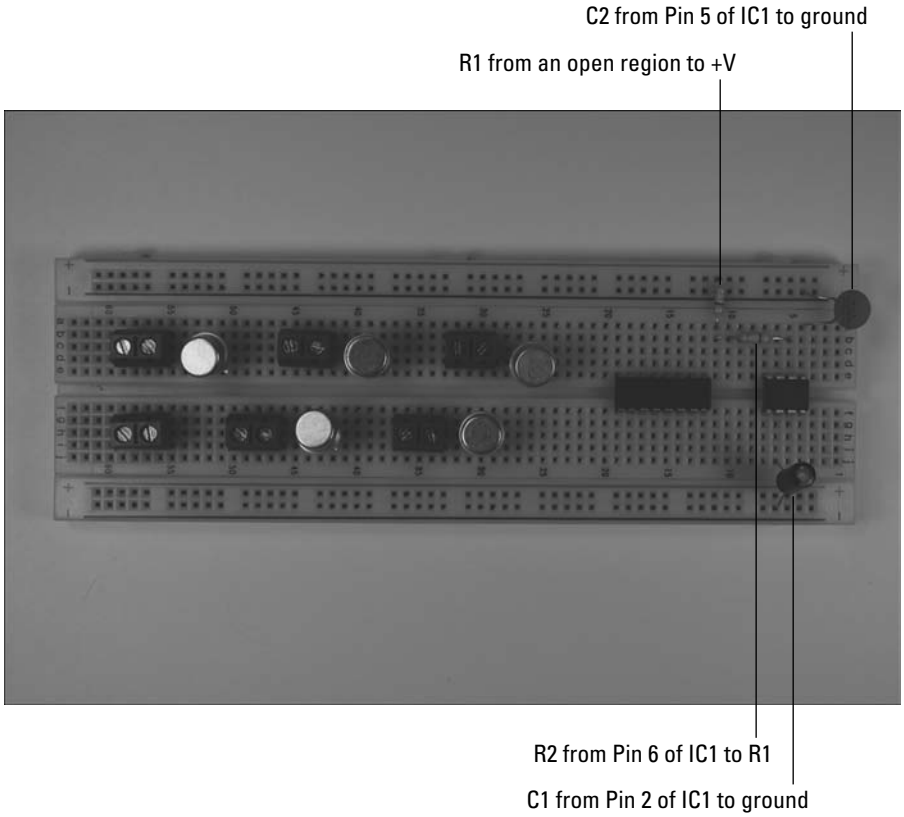

Figure 10-8: Insert resistors, capacitors, and transistors on the breadboard.
2. **Insert discrete components on the breadboard, as shown in Figure 10-8.**